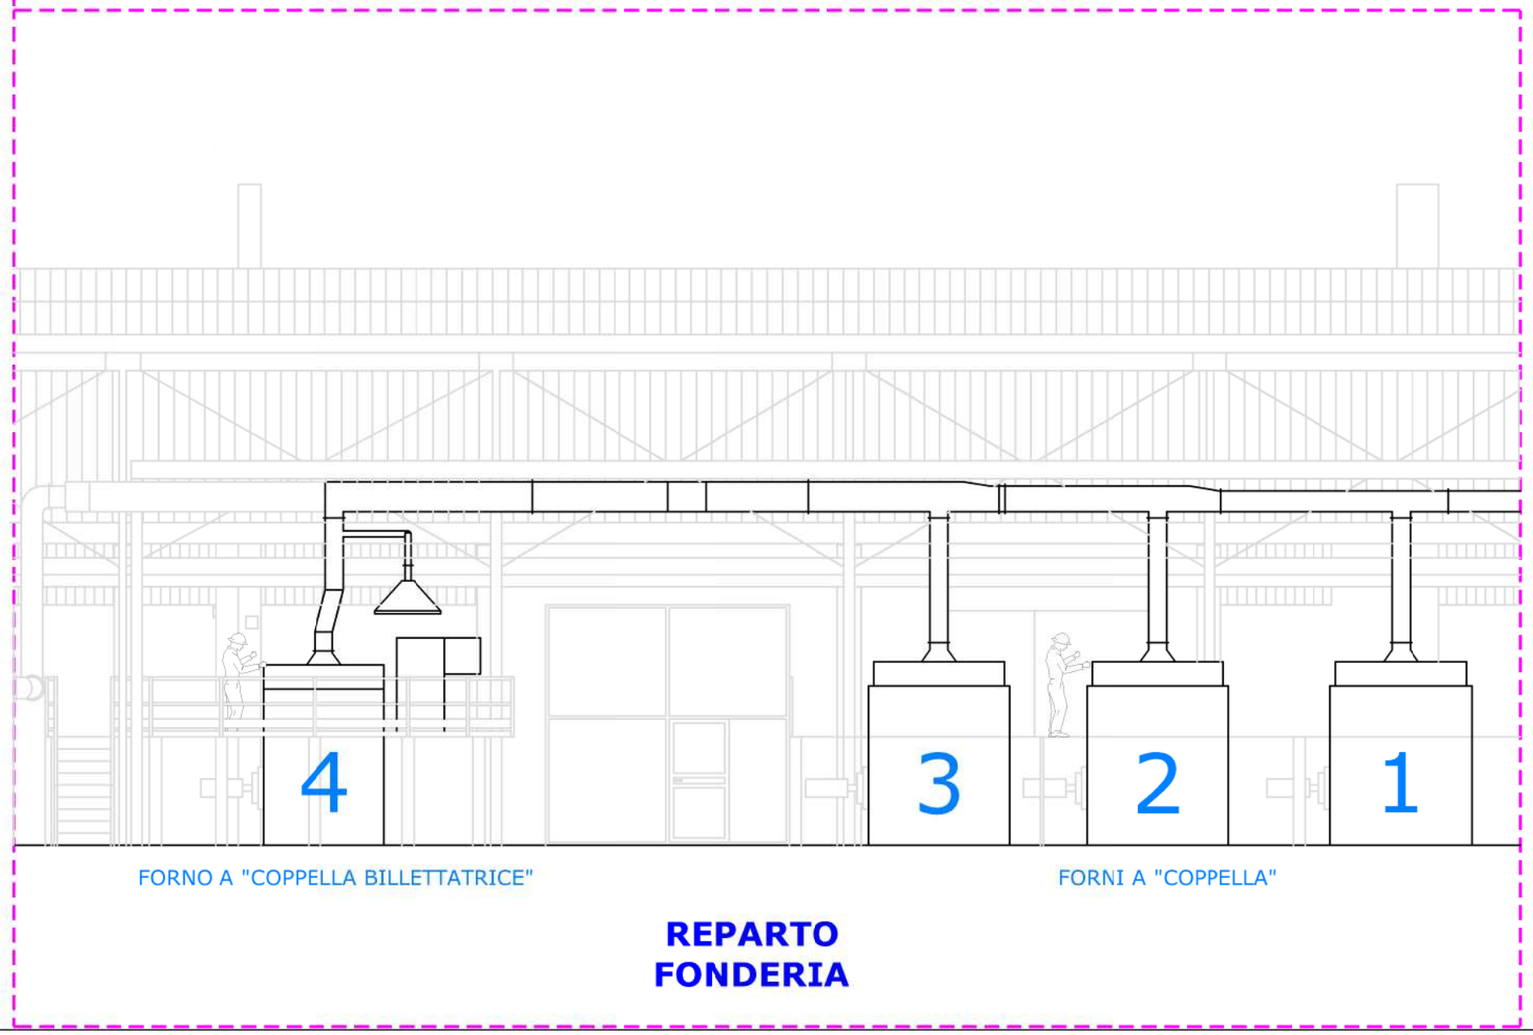

FIGURA 4: STRALCIO PLANIMETRIA GENERALE TEAM ITALIA
- Figura 4: Processo di Colata – Disposizione Forno di mantenimento; 9
- un fornetto (forno nr. 5) di circa 5 ton dedicato solo alla lega durante la fase di colata (vedremo più avanti) (vedi figura 4);
Una volta che la lega è pronta, si procede al successivo travaso mediante pompa verso il forno dedicato (forno nr. 2) e da qui al forno di colata (forno nr. 5) attraverso lo stesso metodo (vedi figura 4).
La formazione dei pallini di piombo avviene facendo confluire il piombo (lega Pb/Sb) dal forno di colata della capacità di 5 t, ad un contenitore detto "padella" forato sul fondo (vedi figura 4).
L'acqua presente nella vasca di colata (raffreddamento) è attinta con l'utilizzo di una pompa da un serbatoio esterno posto in superfice; questa, attraverso una pompa pneumatica posta nel pozzo, viene riportata in superfice generando un circuito chiuso. Qualora tale serbatoio avesse bisogno di reintegrare acqua per il processo, questo la attingerà dalle acque di seconde piogge o in alternativa dalle acque emungibili dal pozzo di emungimento autorizzato **(vedi figura 4).**